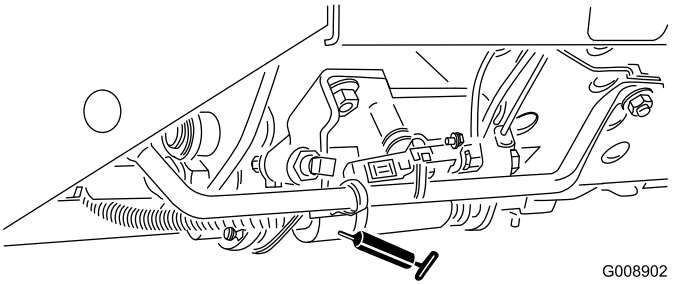

Figur 38
- Skjutreglage för klippning/transport (Figur 38)